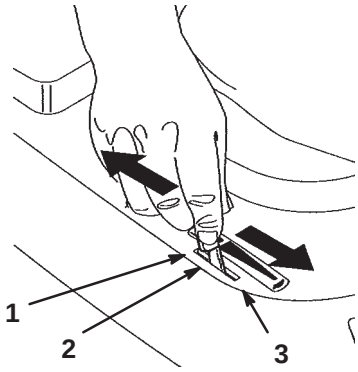

Bild 8
5. Stellen Sie den Gashebel auf Choke (Bild 8).
7. Schieben Sie den Gashebel, sobald der Motor angesprungen ist, langsam auf Schnell (Bild 8). Sollte der Motor stoppen oder stottern, schieben Sie den Gashebel wieder für ein paar Sekunden auf die Choke-Stellung, schieben Sie den Gashebel dann auf Schnell. Wiederholen Sie diesen Vorgang nach Bedarf.
1. Stellen Sie den Gashebel auf Langsam (Bild 8).